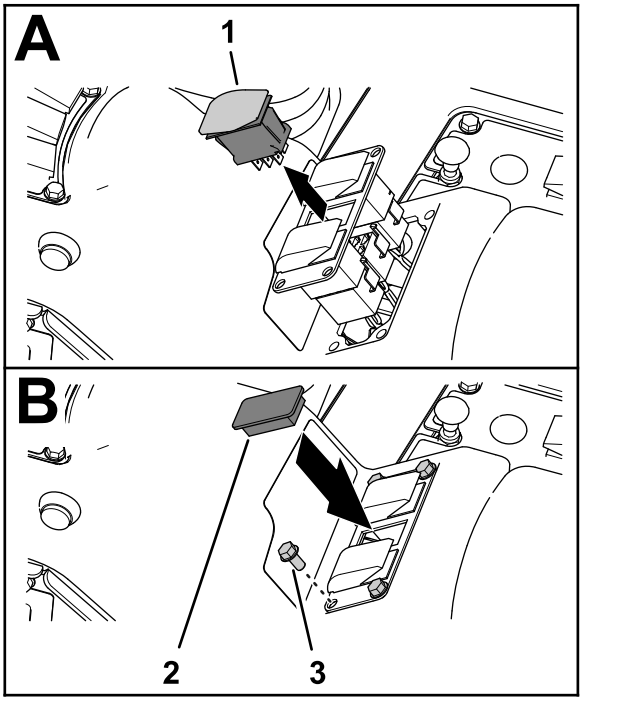

Figur 32
2. Klem låsetapperne på ratestyringskontakten af strømningshastighed sammen, og tryk op på kontakten ud af panelet med 3 kontakter (Figur 32).
5. Monter panelet med 3 kontakter på kontrolkonsollen (Figur 32) med de 4 flangehovedskruer (1/4 x 1/2 tomme), du fjernede i trin 1.